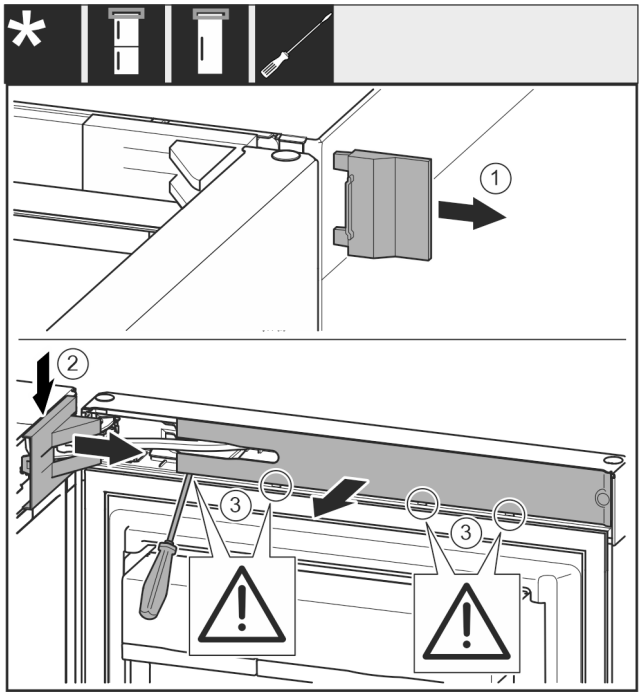

Fig. 12
▶ Scoateți capacul *Fig. 12 (1)*.
▶ Deblocați și desfaceți capacul suportului de lagăr *Fig. 12 (2)*.
▶ Scoateți capacul suportului de lagăr *Fig. 12 (2)*.
▶ Deblocați masca *Fig. 12 (3)* cu șurubelnița plată și pivotați-o în lateral.